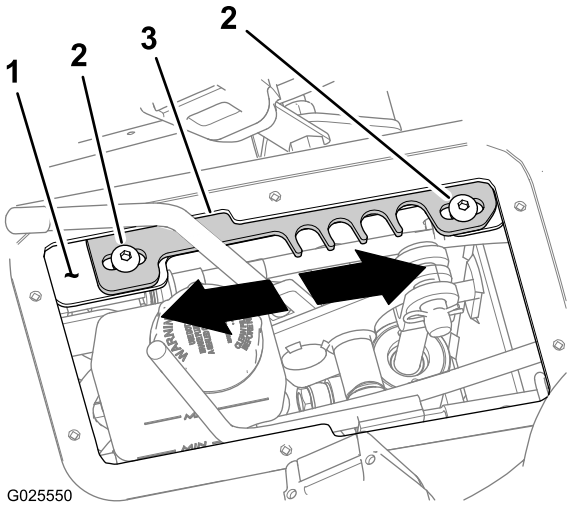

Figur 72
4. Flyt hastighedsomskifteren til positionen **T**(transport) (Figur 72).
5. Løsn de to skruer med unbrakokærv (5/16 x 3/4 tomme), der fastgør låsepladen til grebets støttebeslag (Figur 72).
- Flyt låsepladen **fremad** for at øge den maksimale kørselshastighedsgrænse (Figur 72).
- Flyt låsepladen **bagud** for at mindske den maksimale kørselshastighedsgrænse (Figur 72).